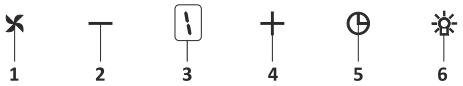

*Fig. 19: Botão Spd Dig 5*
1. Premir neste botão para ligar o produto.Fig. 19
2. Premir este botão para reduzir a velocidade do motor.Fig. 19
3. Visor dig Pode seguir no visor a que velocidade o produto está a funcionar atualmente.Fig. 19
4. Premir este botão para aumentar a velocidade do motor.Fig. 19
5. Quando o botão do temporizador é premido, será ativada uma função do temporizador de 15 minutos, o visor emite um sinal assim que o temporizador arranca e o motor parará automaticamente após 15 minutos.Fig. 19
6. Premir neste botão para ligar ou desligar a lâmpada.Fig. 19